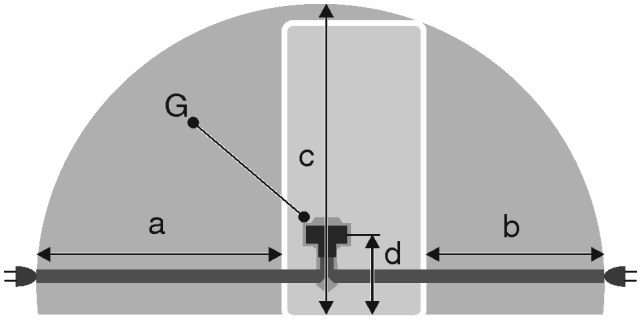

Fig. 25
- Steckdose liegt außerhalb des Geräterückseitenbereichs im gegebenen Bereich *Fig. 25 (a, b, c)*.
▶ Gerätestecker *Fig. 25 (G)* auf der Rückseite des Gerätes einstecken. Auf richtiges Einrasten achten.